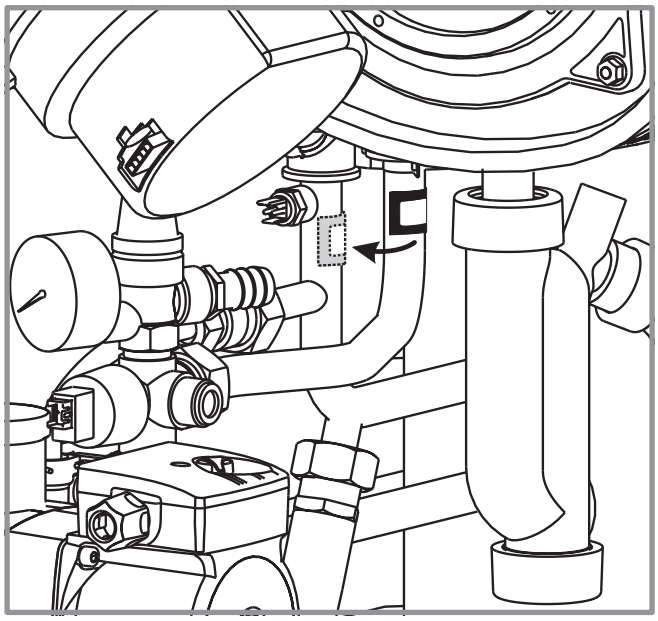

Figure 33 - Sonde de retour échangeur
- Placer la sonde de retour échangeur sur le tube de départ échangeur (Figure 33).